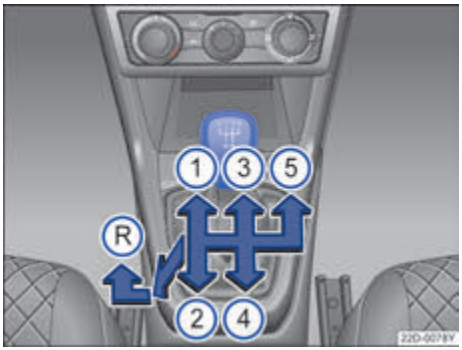

图 98 5 挡手动变速箱挡位示意图。
– 停顿数秒钟后下压换挡杆，然后往左推到底，再将换挡杆向前推至换挡手柄上所示的倒挡位置→ 图 98 Ⓡ